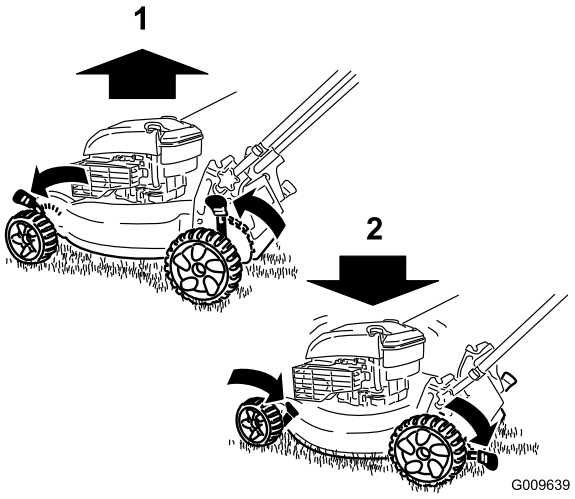

**Figuur 9**
**Opmerking:** Om de maaimachine hoger te zetten, moet u de maaihoogtehendels naar voren bewegen; om de machine lager te zetten, moet u alle hendels naar achteren bewegen (Figuur 9).